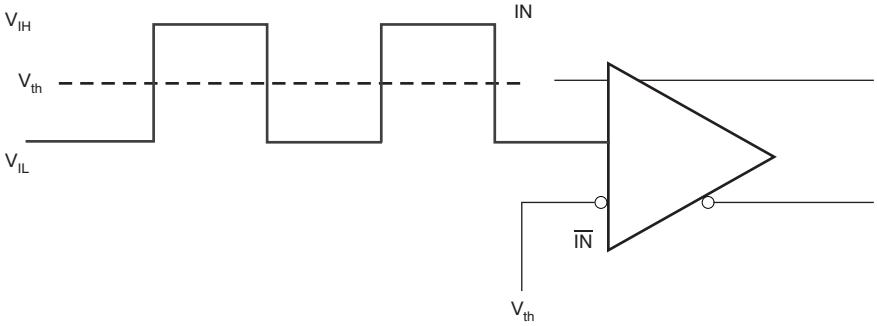
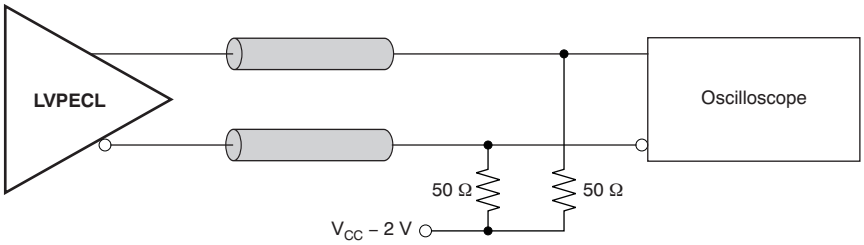
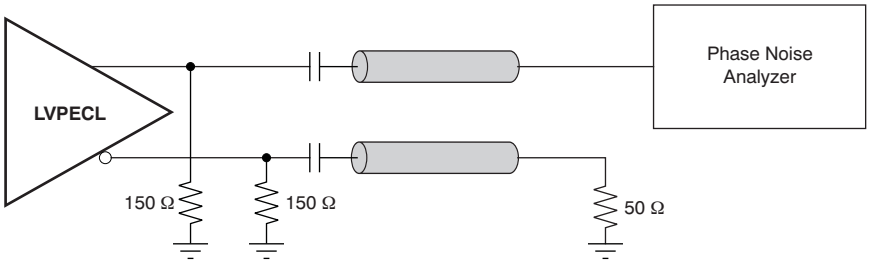

Figure 5. DC-Coupled LVCMOS Input During Device Test
Figure 10. LVPECL Output DC Configuration During Device Test
Figure 11. LVPECL Output AC Configuration During Device Test
(1) Figure 10 and Figure 11 show DC and AC test setup.
Figure 5 through Figure 11 show how the device should be set up for a variety of test configurations.